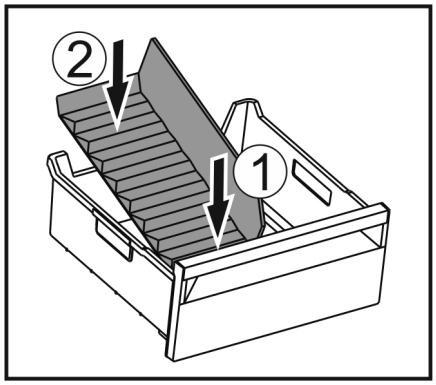

Fig. 141
- ▶ Introduceți partea frontală a separatorului pentru compartimentul de gheață. *Fig. 141 (1)*
- ▶ Coborâți partea posterioară a separatorului pentru compartimentul de gheață până la baza sertarului. *Fig. 141 (2)*